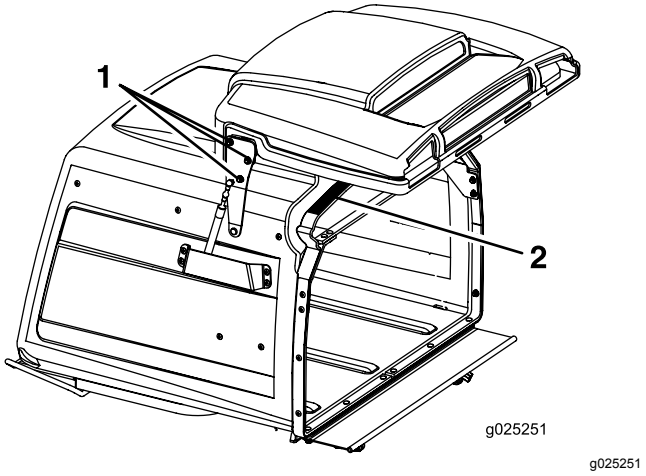

Figur 66
3. Lossa luckans sex gångjärnsmuttrar (Figur 66).
4. Öppna luckan och placera en 9,5 mm bred gummilist eller en slang som är 9,5 mm i diameter mellan tråget och trågets lucka (Figur 66).